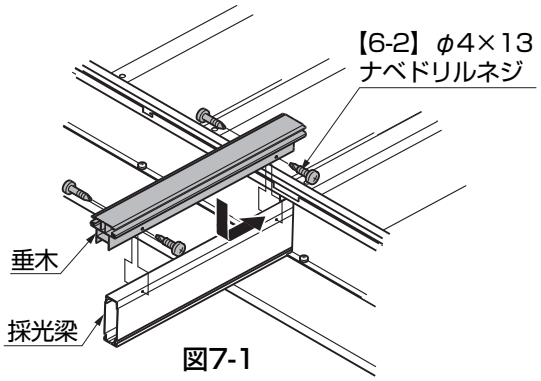

図7-1
①垂木を採光梁にはめ込み、両端部を【6-2】で取付けてください。（図7-1参照）